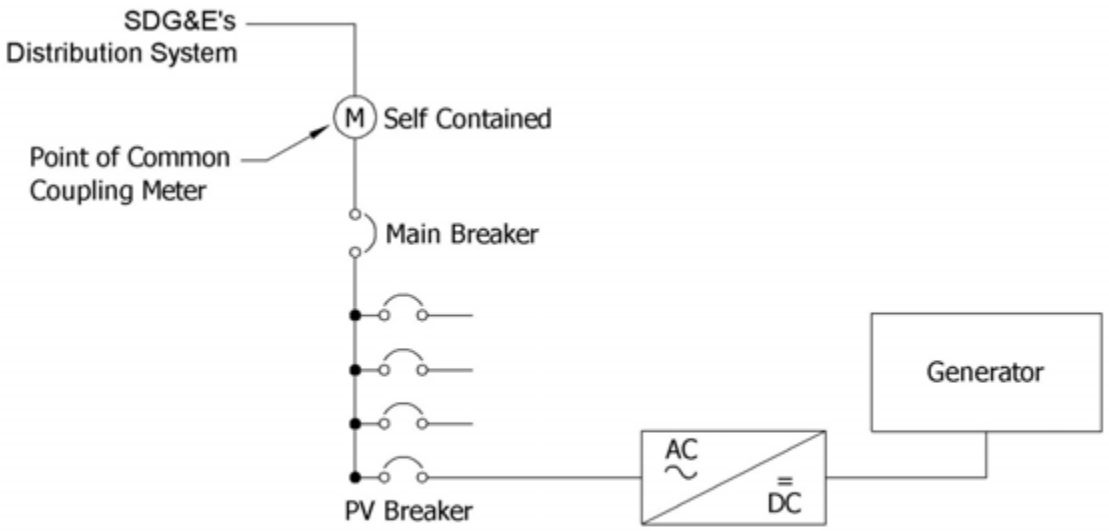

FIGURE 1
e. Customers shall install plaques at all AC disconnects clearly stating their purpose is for operation by the Utility or authorized emergency responders. Refer to the following Figures 1 – 3 and notes.